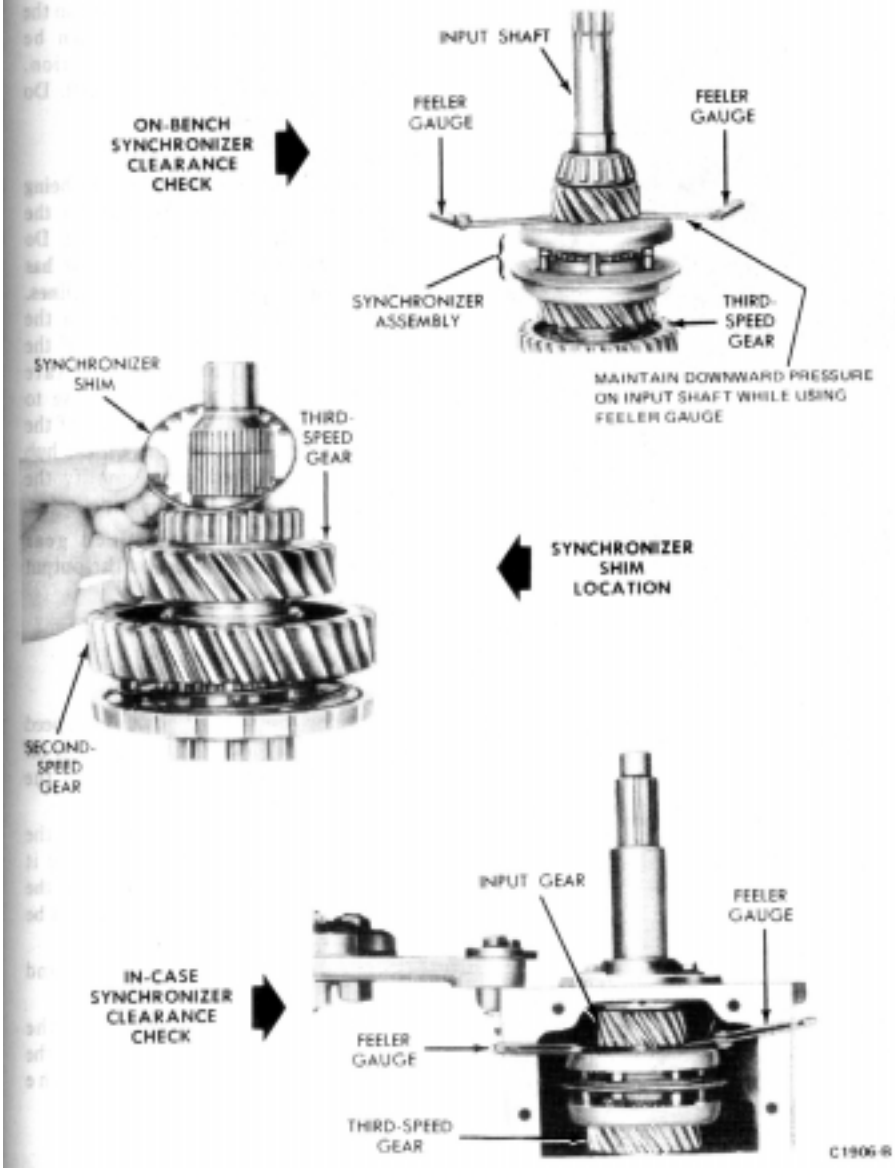

FIG. 10 Measuring Input Shaft-To-Synchronizer Clearance
1. Place the input shaft, third/fourth speed synchronizer assembly clutch gear and thrust bearing on the output shaft and secure the complete assembly in a vise as shown in Fig. 10.